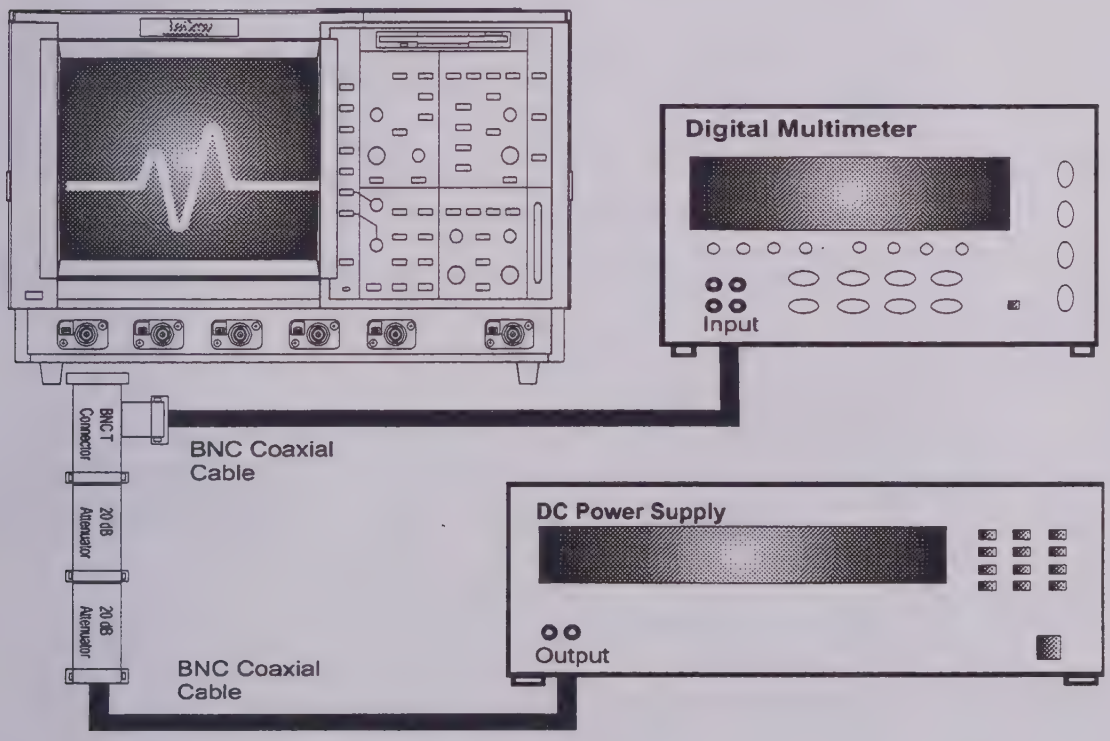

Figure 5-1 : DC 50Ω Accuracy Equipment Setup for 5, 10 and 20 mV/div
- For the low sensitivities : **5 mV, 10 mV and 20 mV/div**., connect the test equipment as shown in Figure 5-1.
- Connect the test equipment as shown in either Figure 5-1 or 5-2 or 5-3.